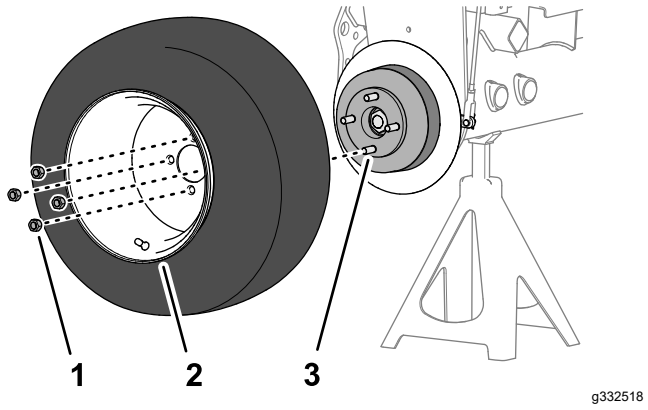

Figur 76
1. Monter hjulet på navet med de 4 hjullåsemøtrikker (Figur 76), og tilspænd hjullåsemøtrikkerne med håndkraft.